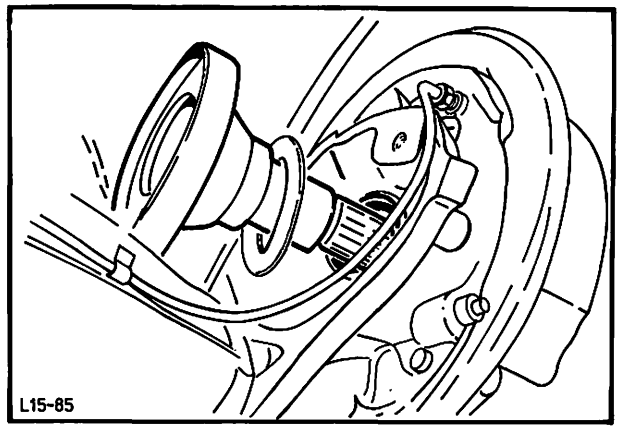

Abb. 133 Antriebswellenstumpf mit Schmutzfangscheibe einführen
6. Antriebswellenstumpf mit aufgeschobener Schmutzfangscheibe in die Radnabe einführen, Abb. 133. Flansch – Antriebswellenstumpf und Scheibe aufschieben. Achsmutter so weit anziehen, bis der Antriebswellenstumpf spielfrei in der Radnabe sitzt.